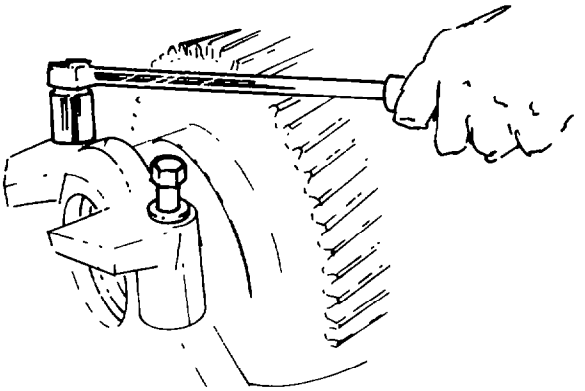

Fig. 293 — Removing Bearing Cap Retaining Bolts
e. Remove the bearing cap retaining bolts, then remove the bearing caps (see fig. 293).